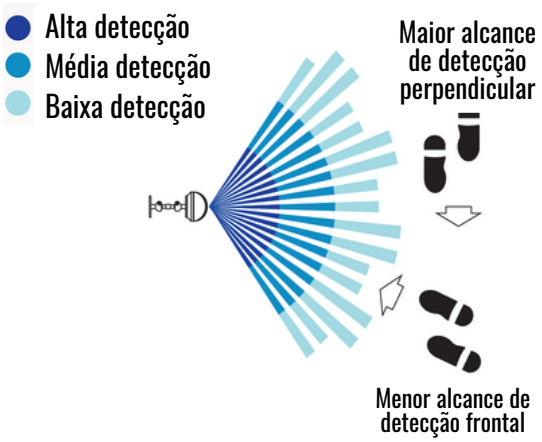

Figura 1
1. Determine o melhor local para a instalação do sensor, de acordo com a área de detecção, conforme a figura 1;